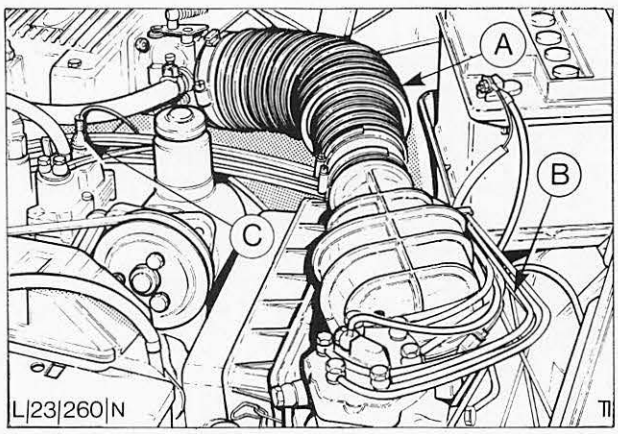

Abb. 44 Sichtprüfung – Einspritzsystem
b) Alle Luftschläuche auf Risse und festen Sitz der Verbindungen prüfen, Abb. 44.